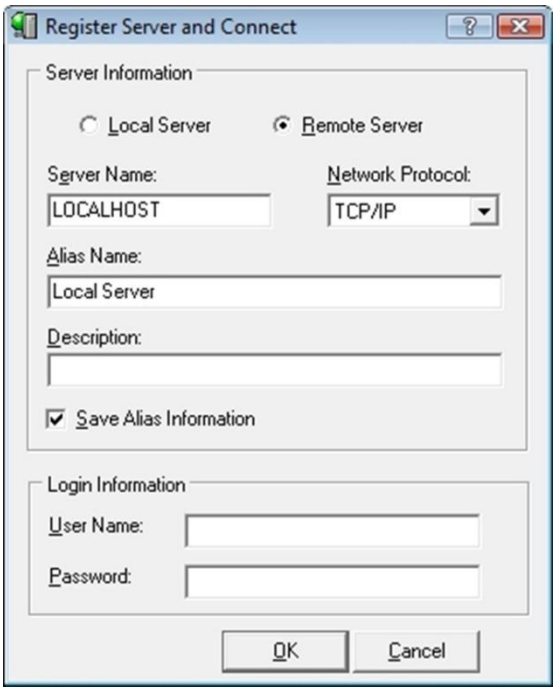

Figure 17 – Register Server and Connect Dialog
1. From the Hierarchical Tree, select your Firebird Server (based on the example in Figure 17 select Local Server).